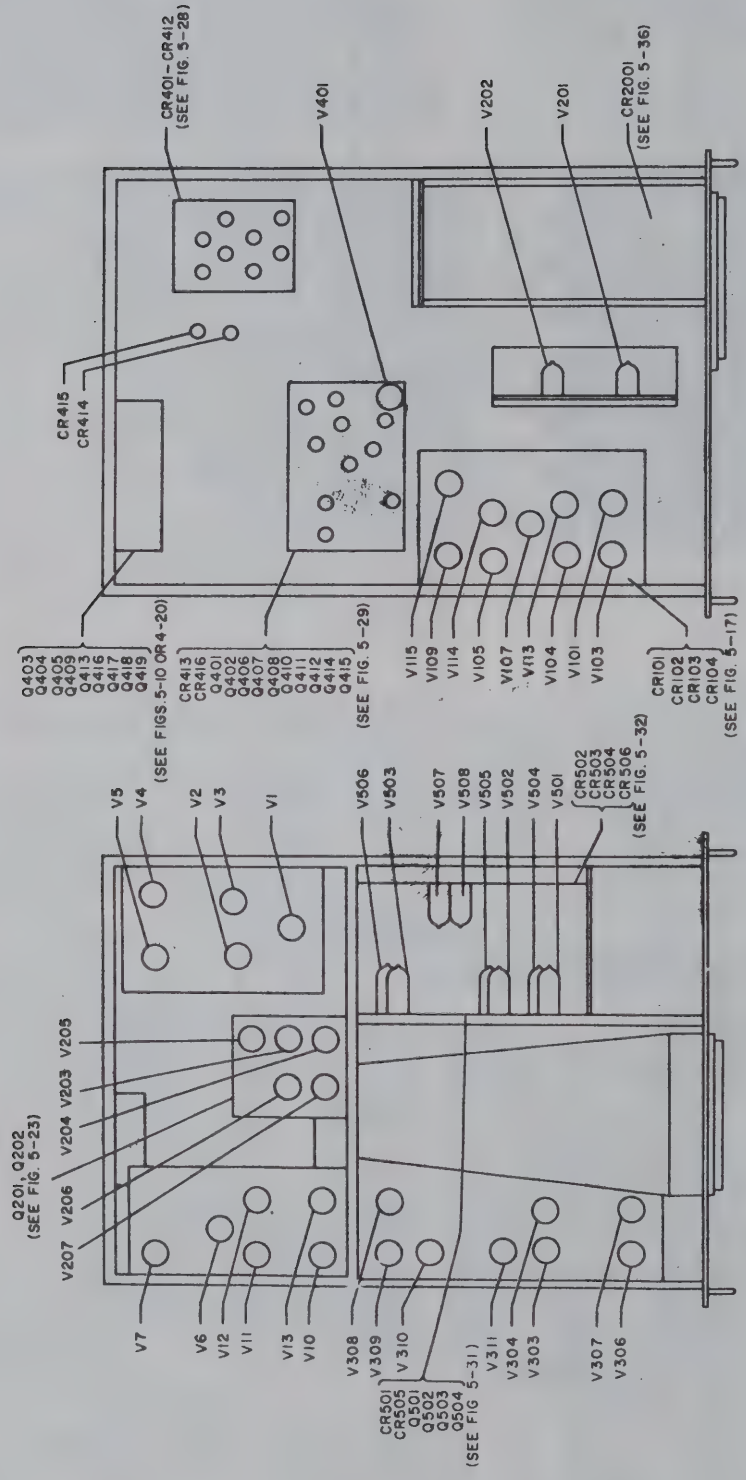

Figure 5-6. Top and Bottom Views, Location of Electron Tubes
a. TUBES. - Electron tubes are best checked by replacement. Results obtained from an external tube tester can sometimes be misleading. Mark the tubes for identification as you remove them so you can return them to their original sockets if they are still good. Figure 5-6 shows the locations of the tubes and table 3-4 indicates the adjustments required following replacement of tubes, transistors, and diodes. Tube type 7308 may be replaced, in emergencies, by tube type 6922. The latter type, however, draws a different heater current and may unbalance the heater supplies. If such a substitution is made, check the ±6.3 volt supplies to assure that they are within 0.2 volts of each other. Balance can be restored by tube selection. An unused replacement 7308 tube may exhibit a stabilizing action for about 24 hours of operation after it is first placed in service. Tubes which have been "aged" at normal operating conditions for this period of time can be used for replacement if it is necessary to avoid a change in tube characteristics during this short break-in period. The V508 position in the MX-2930B/USM Dual Trace Preamplifier is sensitive in this respect. Aged and balanced tubes are recommended for replacement use in this position.
d. REMOVAL OF HIGH-VOLTAGE POWER SUPPLY TUBES. - The four high-voltage rectifier tubes, the oscillator, and regulator tubes are located under a cover accessible through the left side gusset (see figures 5-6 and 5-12). To remove the cover, remove the four machine screws securing the cover to the high-voltage power supply. Disconnect oscilloscope from power source before working on any part of the high-voltage supply. Short the tube plate caps to ground before removing them from the tubes. To remove the four rectifier tubes remove the insulator plate that secures the tubes.
e. ACCESS TO SWEEP GENERATOR TUBES. - The sweep generator tubes may be reached by removing the MX-2930B/USM Vertical Plug-In and the shield plate in the floor on the empty plug-in well. Two screws hold the shield in place. Return the shield before replacing the plug-in unit. Refer to figure 5-6.